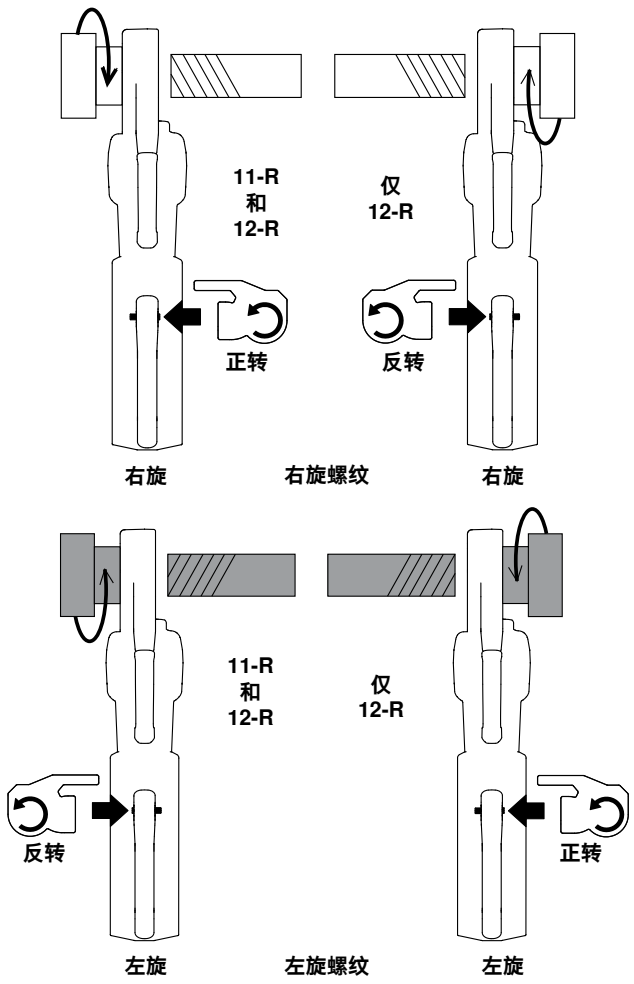

图 9 – 正转/反转滑动开关/牙模头方向
7. 针对所需的右旋或左旋螺纹，确定动力驱动器正转/反转滑动开关的位置。*见图 9*。